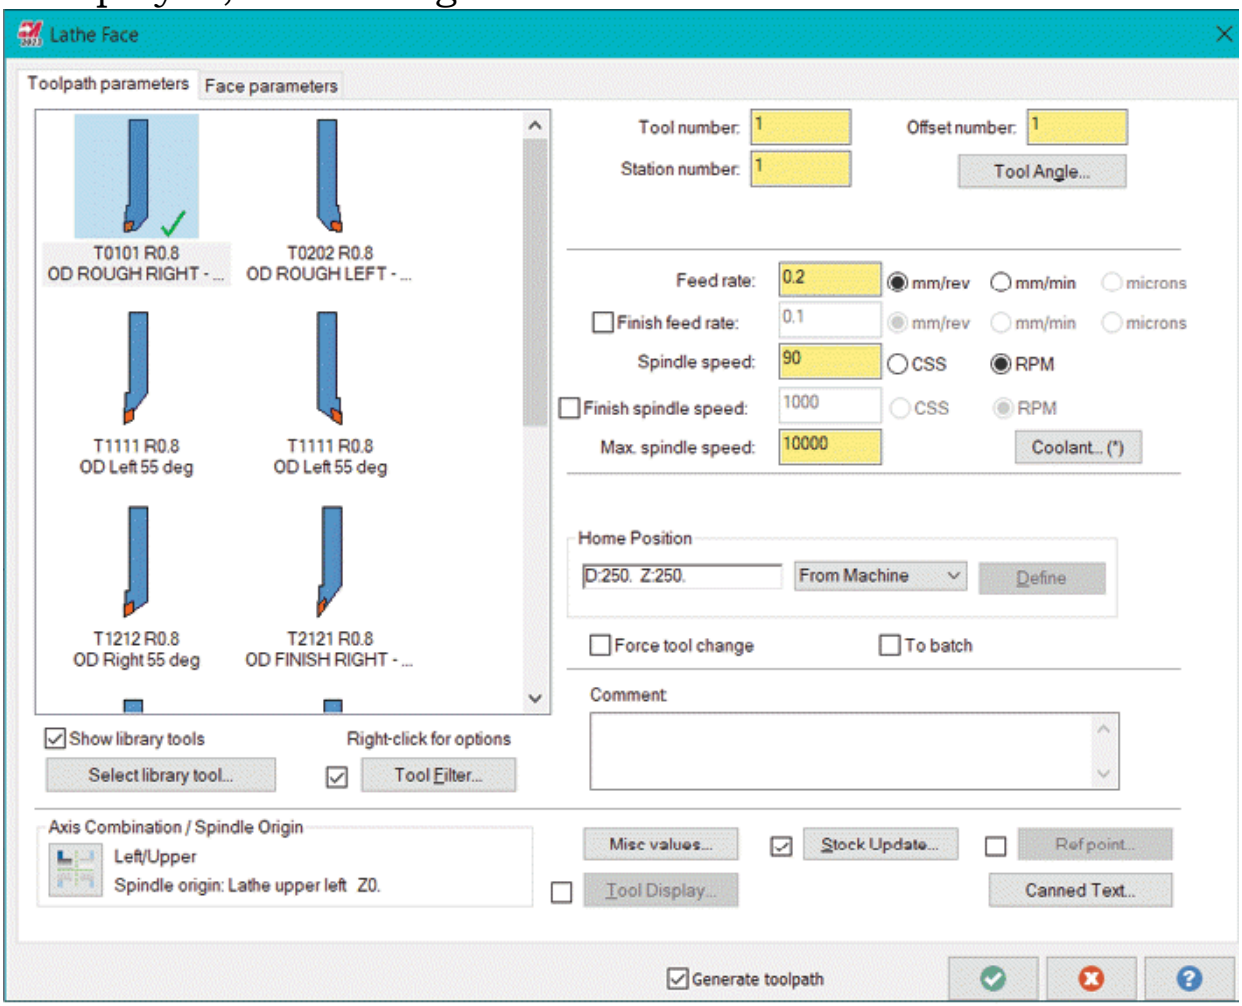

Figure-54. Lathe Face dialog box
- Click on the **Face** tool from the **General** panel in the **Turning** tab of the **Ribbon**. The **Lathe Face** dialog box will be displayed; refer to Figure-54.